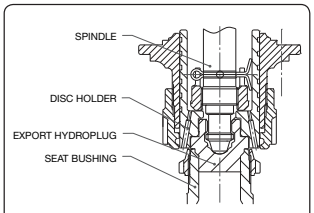
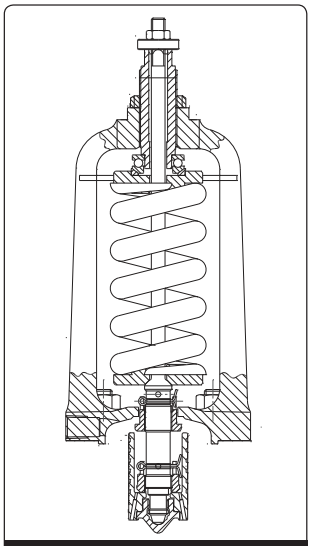

Figure 19: Export Hydrostatic Plug
Figure 20: Yoke and Spring Assembly
All valves shipped outside the continental United States are shipped with an export hydroplug (See Figure 20). All welded inlet valves shipped within the continental United States are shipped with a domestic hydroplug (See Figure 19), unless the customer specifically requests otherwise. All flanged inlet valves shipped within the continental United States are shipped without a hydroplug, unless one is specifically requested by the customer.
3. Yoke and spring assembly, (See Figure 20), from base, being careful not to damage the disc.
8. Reassemble yoke and spring assembly (See Figure 20) into base, being careful not to damage the disc. Locate the yoke vent to the side of the valve. The lug on the top spring washer should be on the right side of the valve when facing the outlet.
3. Remove yoke and spring assembly, (See Figure 20), from base.
8. Reassemble yoke and spring assembly (See Figure 20) into base being careful not to damage the disc. Locate the yoke vent to the side of the valve. The lug on the top spring washer should be on the right side of the valve when facing the outlet.